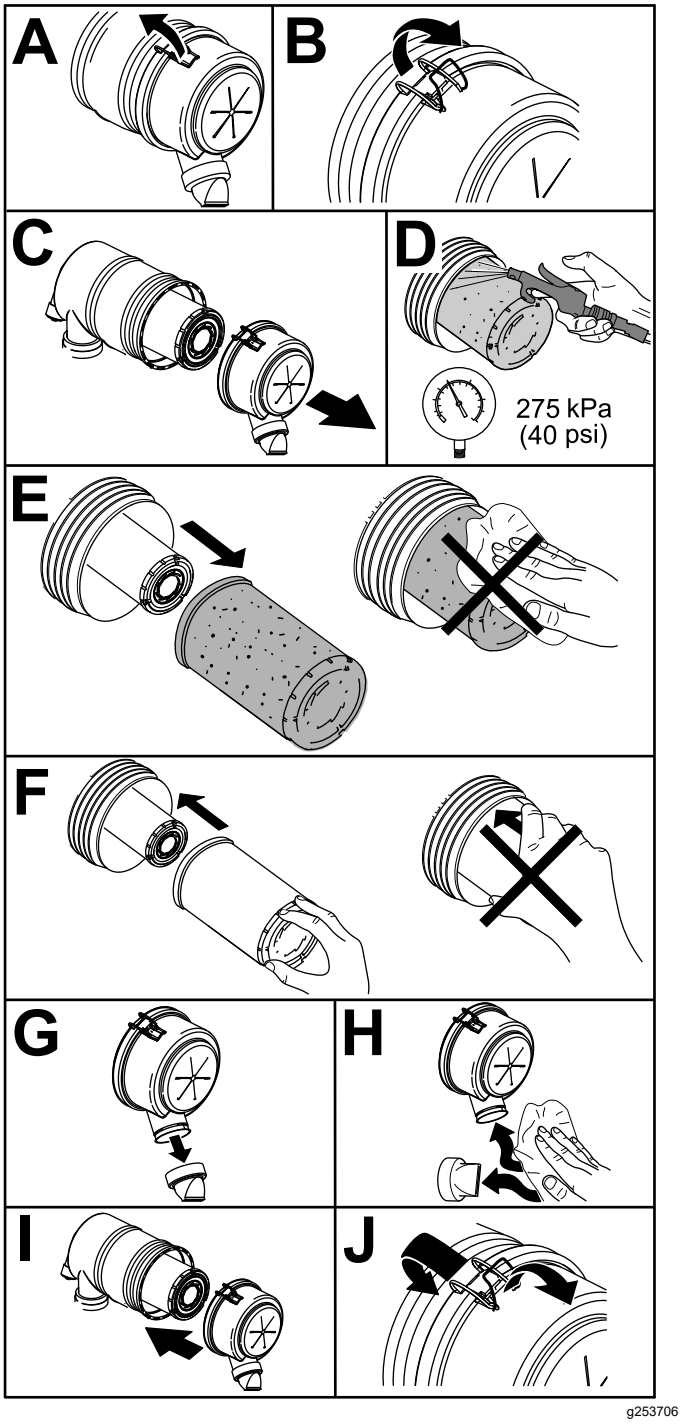

Рисунок 53
1. Замените элемент воздушного фильтра (Рисунок 53).